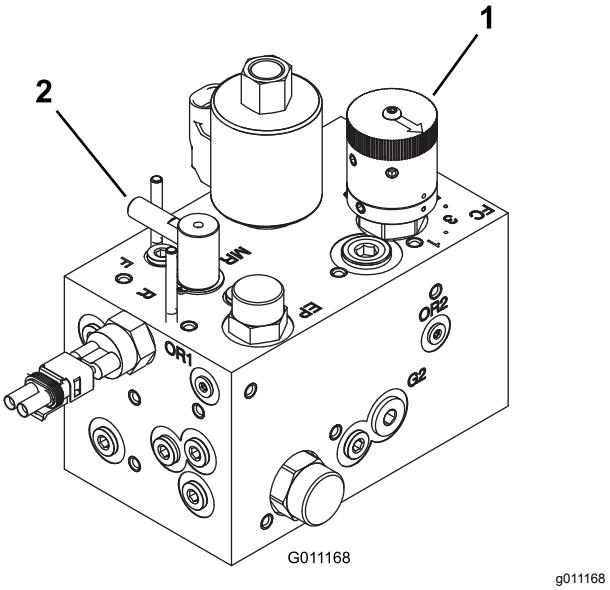

Figur 49
3. Drej hastighedsregulatorgrebet til knivcylinderhastigheden (Figur 49) til det knivcylindertal, du fandt i trin 1.